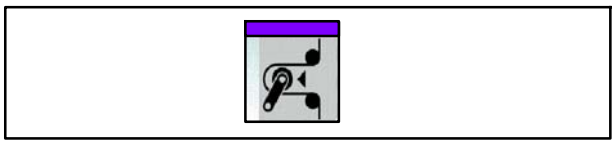

Fig. 85 Touche Enclencher/couper la tension de bande
1. Appuyer sur la touche Enclencher/couper la tension de bande (Fig. 85) pour couper la tension de bande
12. Appuyer sur la touche Enclencher/couper la tension de bande (Fig. 85) pour enclencher la tension de bande